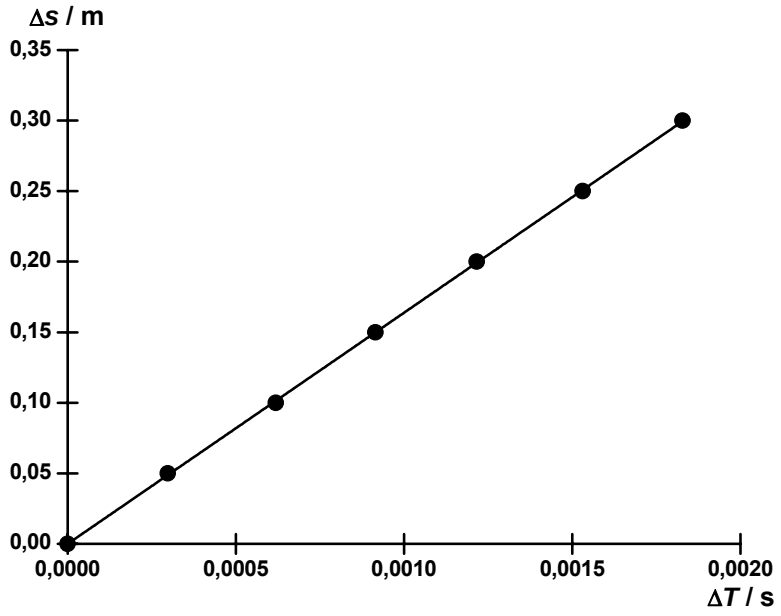

Fig. 2: Relative Abstände in Abhängigkeit der Laufzeitdifferenzen mit angepasster Ausgleichsgeraden zur Bestimmung der Schallgeschwindigkeit in Luft.
- Relative Abstände Δs gegen Laufzeitdifferenzen ΔT auftragen und eine Ausgleichsgerade an die Messpunkte anpassen (Fig. 2). Schallgeschwindigkeit aus der Geradensteigung gemäß